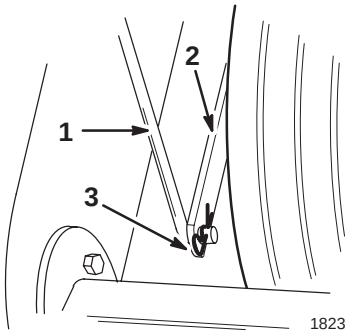

Bild 5
7. Sichern Sie das untere Ende der Höheneinstellstange mit einem Splint am Bügel an der vorderen Radstütze ab (Bild 5).